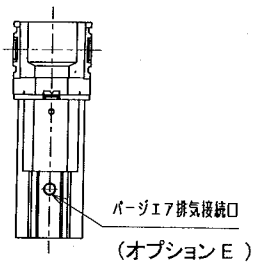

図 5
4) SD300 シリーズのオプション E の場合、パージエア排気用の配管は、内径φ5. 7mm 以上のホース又は配管材を使用し、配管長さは 3m 以内としてください。(図 5 参照)
5) SD400 シリーズのオプション E の場合、パージエア排気用の配管は、内径φ7. 2mm 以上のホース又は配管材を使用し、配管長さは 3m 以内としてください。(図 5 参照)